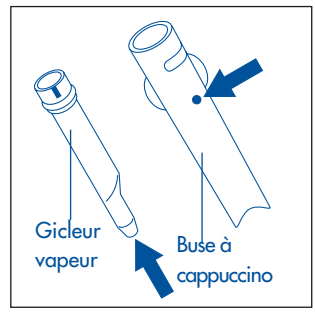

Fig.27
- Vérifiez si les deux trous indiqués par les flèches fig. 27 sont bien dégagés. Si nécessaire, débouchez-les avec une épingle.